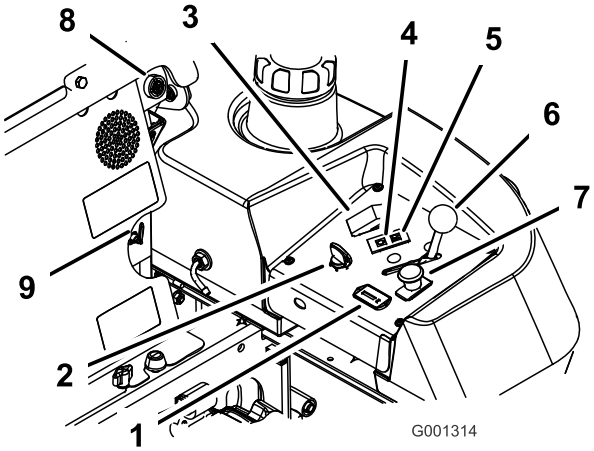

**Figur 11**
4. Flyt kraftudtagets kontakt til afbrudt position (Figur 11).